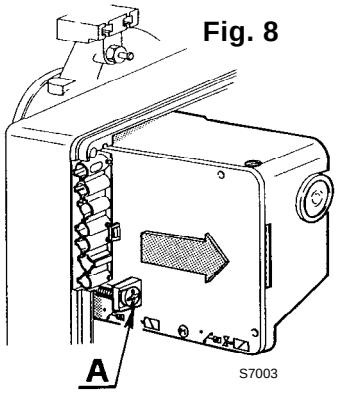

Fig. 8
Pour enlever la boîte de contrôle du brûleur, desserrer la vis (**A**, fig. 8) après avoi enlevé tous les composants, la fiche 7 pôles, le connecteur (**C**), le câble haute tension **et le fil de terre (H)**. **Au remontage, revisser la vis (A) avec une couple de serrage de 1 ÷ 1,2 Nm.**